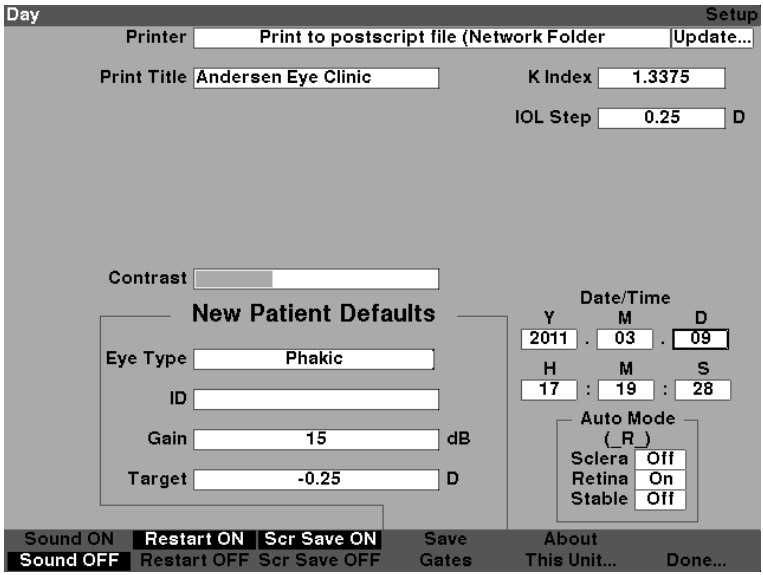

Figure 5-66 Day Adjusted
4. Press the knob or the √ button, to save the adjusted Day and to deactivate the field as shown in figure 5-66.